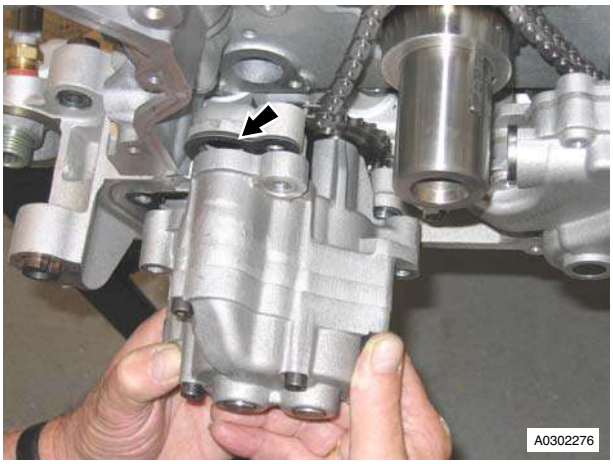

Figure 5
11. Remove and discard oil scavenge pump gasket (see Figure 5).